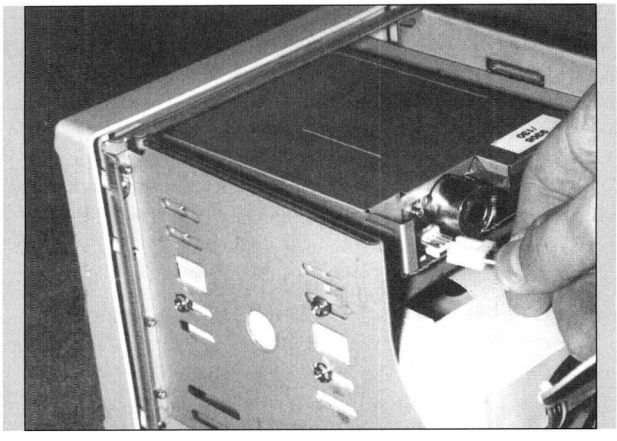

Abb. 12.9: *Das Stromkabel wird aufgesteckt*
5. Nun nehmen Sie eines der nicht belegten Stromkabel, die aus dem Netzteil ins Rechnerinnere geführt werden (beim 3,5"-Laufwerk das kleinere, bei 5,25"- das größere) und stecken es wie in Abbildung 12.9 an der Laufwerksrückseite auf.